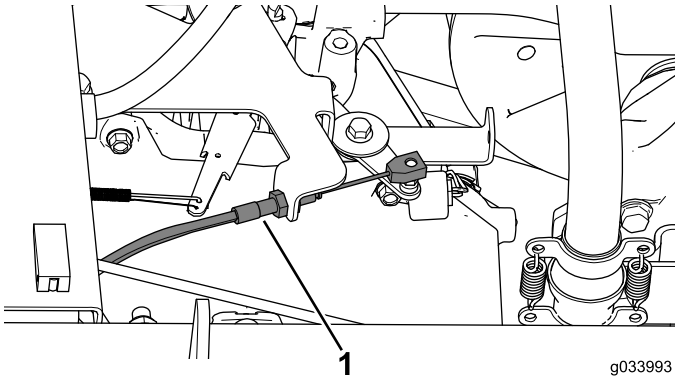

Figura 9
3. Desconecte el cable del acelerador de la palanca del acelerador, y retírelo del soporte del acelerador (Figura 9).